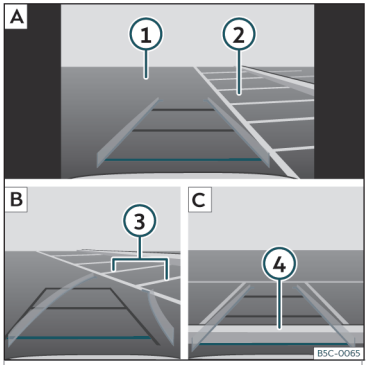

Fig. 185 Visualizzazione sul display del sistema infotainment: parcheggiare con l'assistente alla retromarcia.
Legenda della **fig. 185**:
- Posizionare il veicolo davanti all'area di parcheggio››› **fig. 185** 2 A.